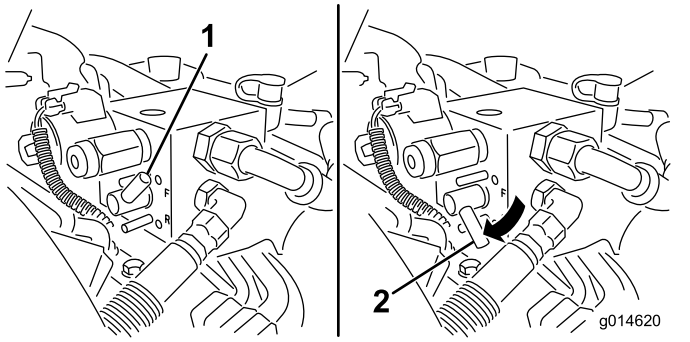

Рисунок 55
5. Поверните рычаг шлифовки (заточки) обратной стороны в положение реверса (R) (Рисунок 55).